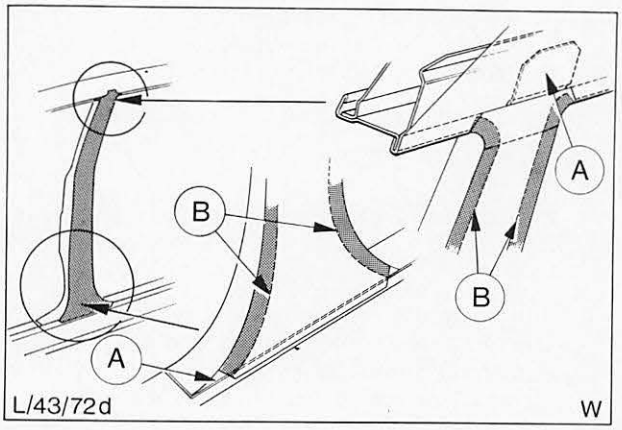

Abb. 35 Verkleidung B-Säule
4. Schutzfolie von den Klebeflächen der neuen Verkleidung abziehen. Verkleidung mit der Säule ausrichten und Kleberänder an die Anlageflächen der Abdichtgummi andrücken, Abb. 35.